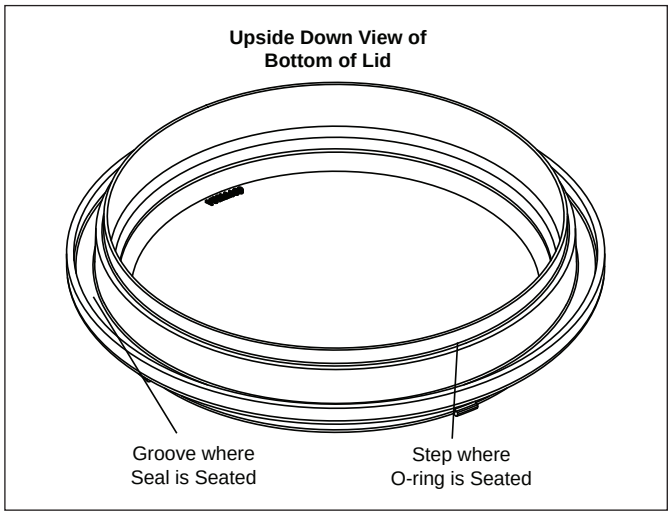

Figure 11. Placement of Blue Pressure Test O-ring
2. Place the blue o-ring on the step located ¼" from the bottom of the lid. See Figure 11.
NOTE The blue o-ring sits approximately ¼" away from the seal. See Figure 11.